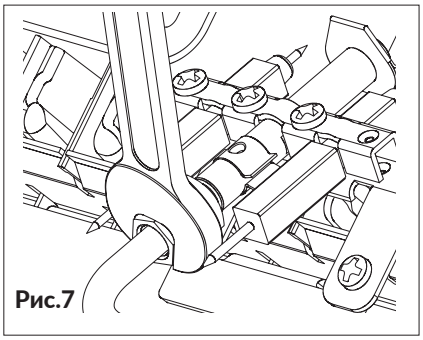

Рис.7
- отсоединить трубку запальной горелки (рис.7);